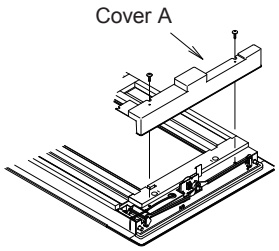

Fig. 3-2-11
(1) Remove the 2 screws and remove the cover A from the back of the panel. (Fig. 3-2-11)